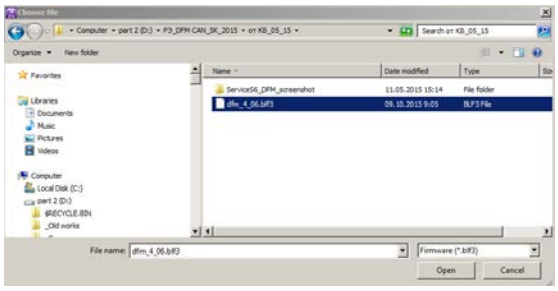

Figure 86 — Firmware file opening
2) Select firmware file **(*.blf3)** from the hard drive or removable disk (see Figure 86).